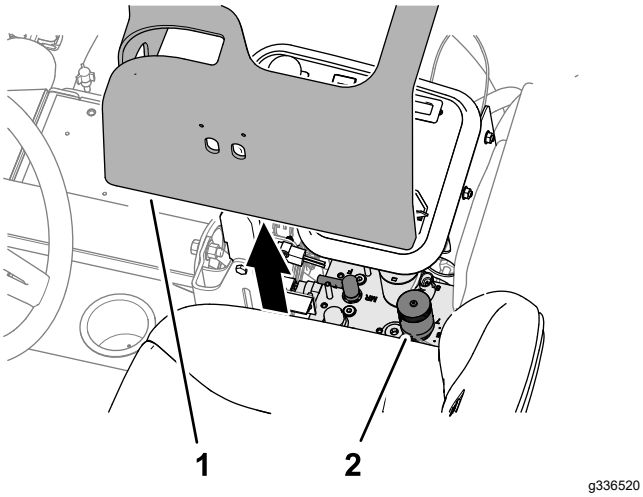

Figur 48
2. Løft dækslet af styrearmen (Figur 48).